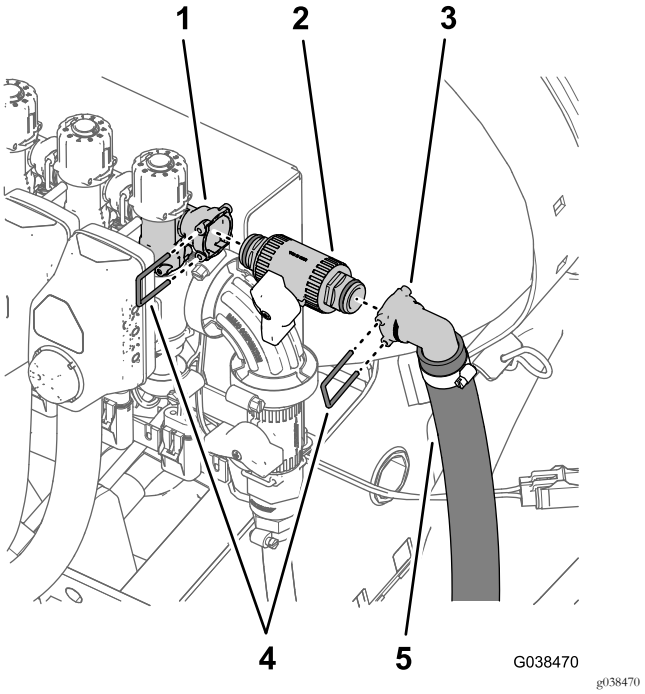

Figura 99
1. Monte a válvula de corte de distribuição na tomada de ligação rápida do coletor de distribuição (Figura 99) com o retentor pequeno que retirou no passo 1 de Reposicionar as válvulas de distribuição de secção (página 40).
Nota: Certifique-se de que a pega da válvula de corte de distribuição está alinhada como se mostra na Figura 99.
2. Monte a união de ligação rápida de 90° do tubo de distribuição de secção (2,5 x 146 cm) no acoplamento rápido da válvula de corte de distribuição com o retentor (pequeno) que é fornecido com o tubo de distribuição de secção (Figura 99).